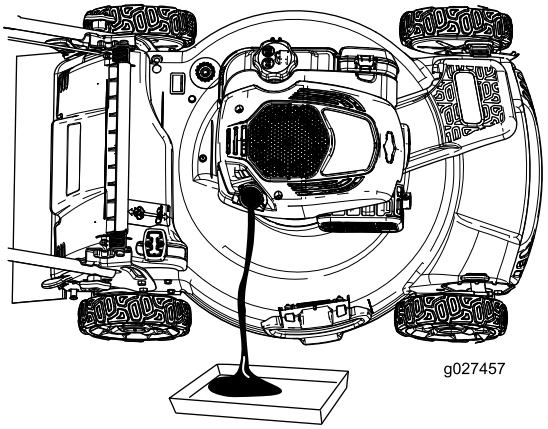

Bild 33
7. Kippen Sie die Maschine zur Seite, der Einfüllstutzen zeigt nach unten, um das Altöl über den Einfüllstutzen in eine Auffangwanne abzulassen (Bild 33).